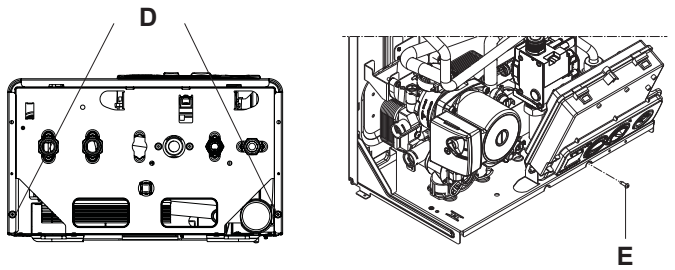

рис. 3.6
- отвинтите крепёжные винты (D), которые держат облицовку (рис. 3.6)
- отвинтите крепёжный винт (E) панели приборов (рис. 3.6)
- приподнимите панель приборов, а затем поверните её на себя (рис. 3.6)